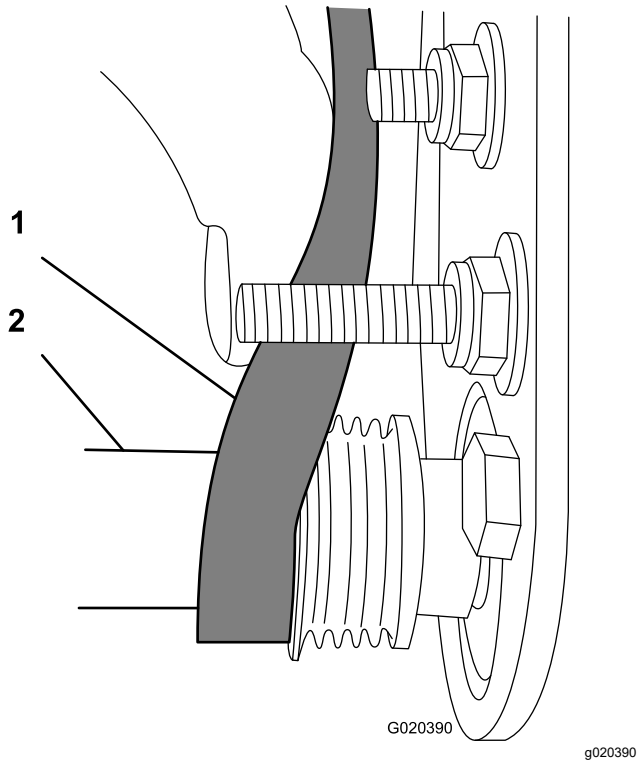

Figura 17
- Ligue a correia na polia **acionada** (Figura 17).
- Utilize uma chave de caixa profunda (9/16 pol.) para rodar o conjunto da escova e orientar a correia para a polia da transmissão (Figura 17).